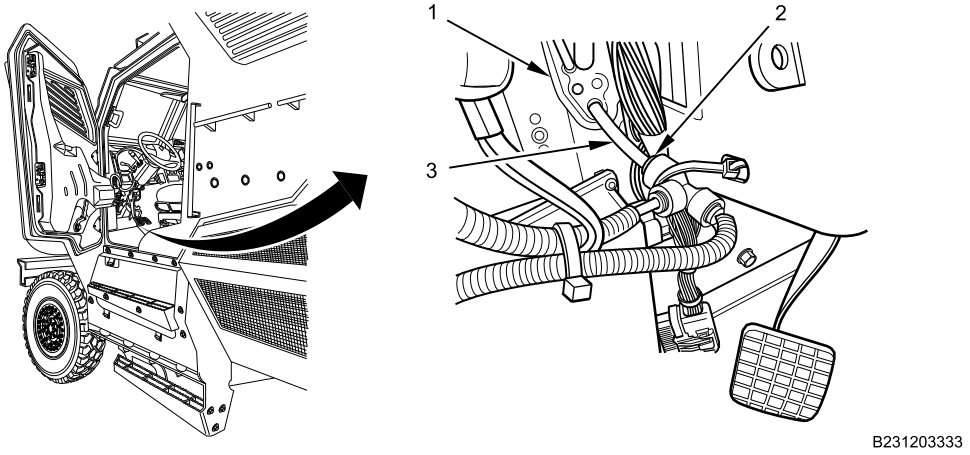

Figure 14. Door Actuator Air Line Supply.
14. Connect door actuator supply tee (Figure 14, Item 2) on BLUE door actuator supply air line (Figure 14, Item 3) at left air line grommet (Figure 14, Item 1) inside cabin.